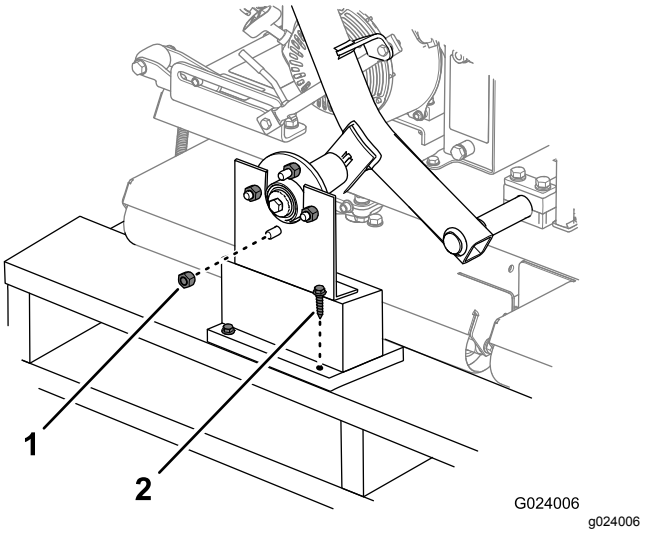

Figur 3
1. Fjern hakemutrene som fester hjulnavnene til transportbrakettene (Figur 3). Fjern også mutrene som er gjenget på bolten til hvert hjulnav.